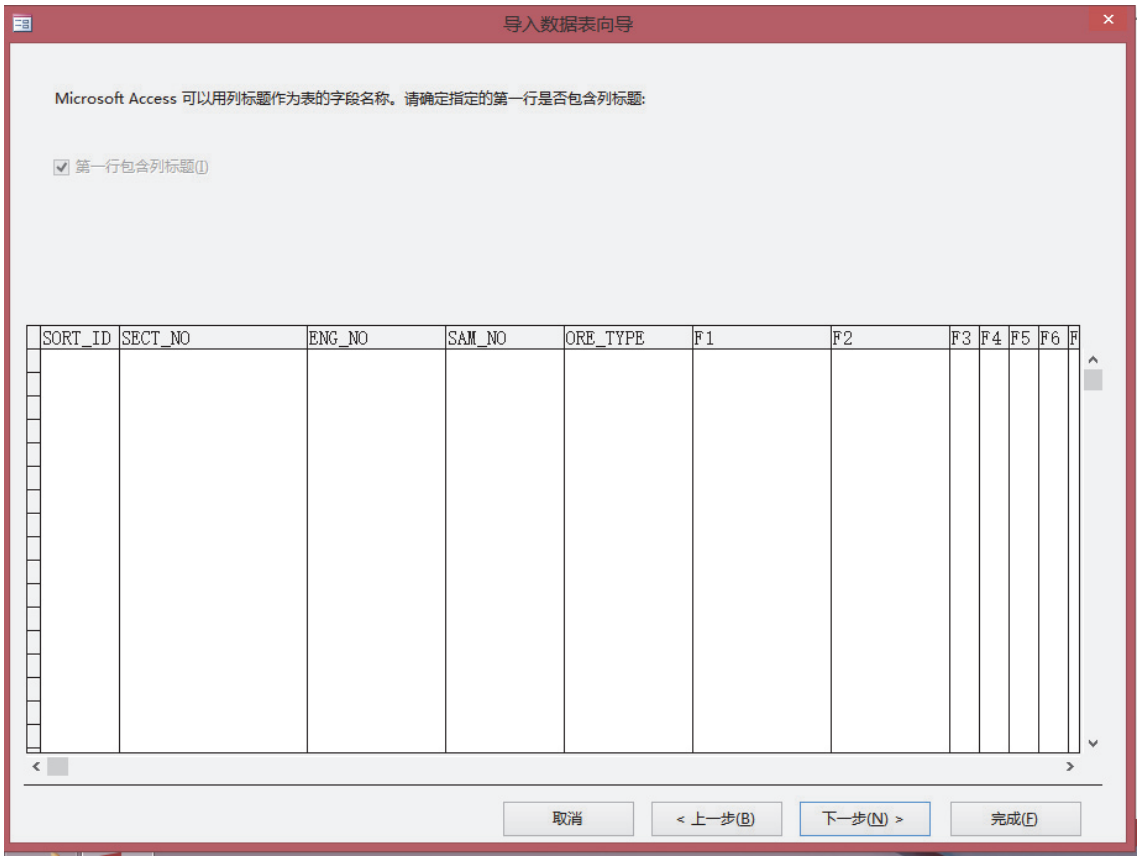

图 7-17
7. 点击“完成”、“关闭”结束本次导入操作（见图 7-17~7-18）。